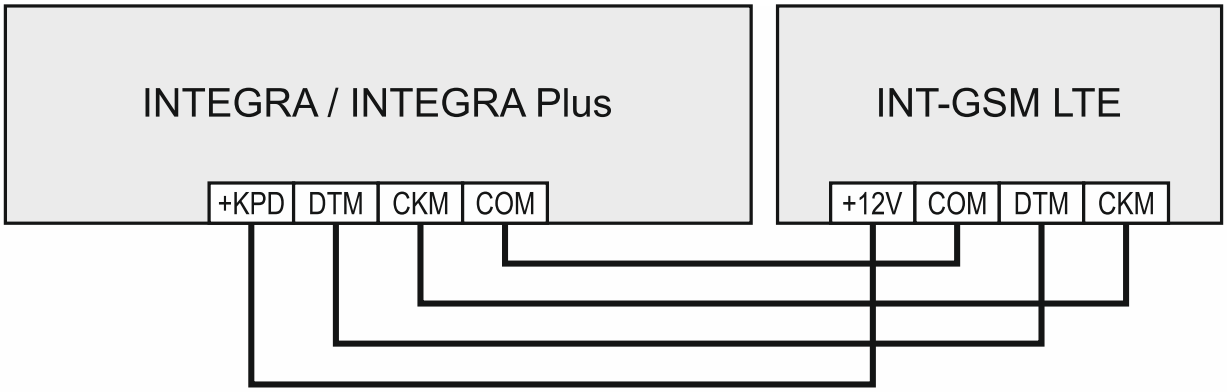

Рис. 4. Способ подключения модуля к прибору.
1. Клеммы +12V, COM, DTM и CKM модуля подключите к клеммам приемно-контрольного прибора (рис. 4). Для подключения клемм +12V и COM используйте гибкие провода с сечением 0,5-0,75 мм^2. В случае использования кабеля типа «витая пара» следует помнить, что сигналы CKM (clock) и DTM (data) не должны передаваться одной витой парой проводов. Провода должны подводиться в одном кабеле.